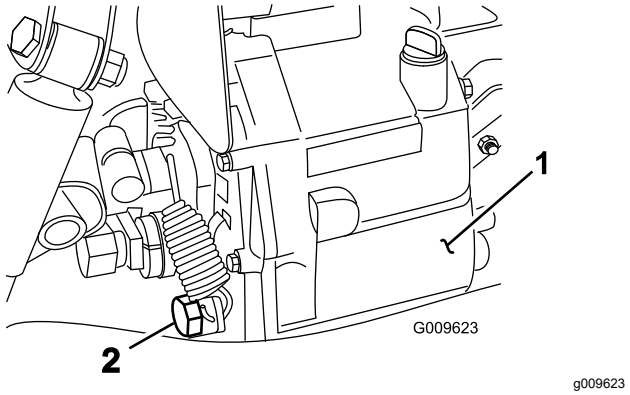

**Bild 67**
4. Nehmen Sie die Ablassschraube an der Seite des Behälters ab und lassen Sie das Hydrauliköl in die Auffangwanne ablaufen (Bild 67).